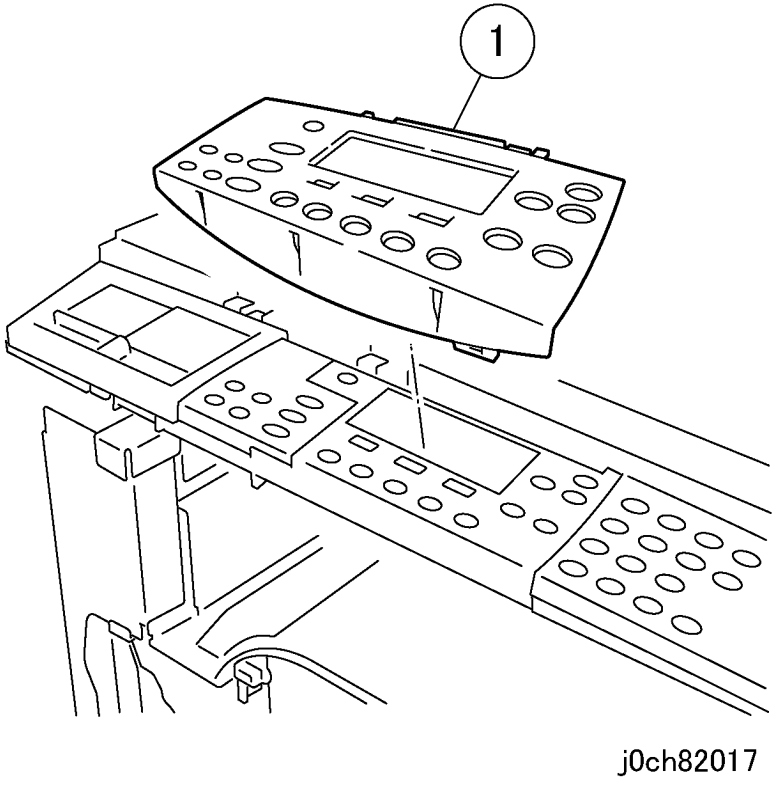

Рисунок 17 Установка крышки LCD MF (j0ch82017)
20. Установите крышку LCD MF (рисунок 17).